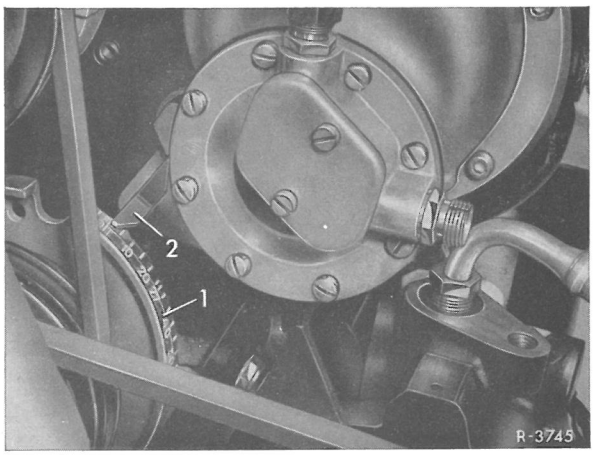

Fig. 00-41/1
1 Stemplet til 1.cylinder stilles i tændingsdødpunkt. At stemplet til 1.culinder er i tændingsdødpunkt, har man sikkerhed for, når indstillingsviseren (2) peger på balanceskivens (1) OT-mærke, dvs. dødpunktmærke (fig. 00-41/1) og såvel indsugnings- som udstødn.ventilen til 1.cylinder er lukket. Herunder er vippearmene 1 og 2 aflastet, og ventilerne 7 og 8 på 4 cylinder overlappede, dvs. at udstødn.ventilen lukker sig og indsugn.ventilen åbnes.